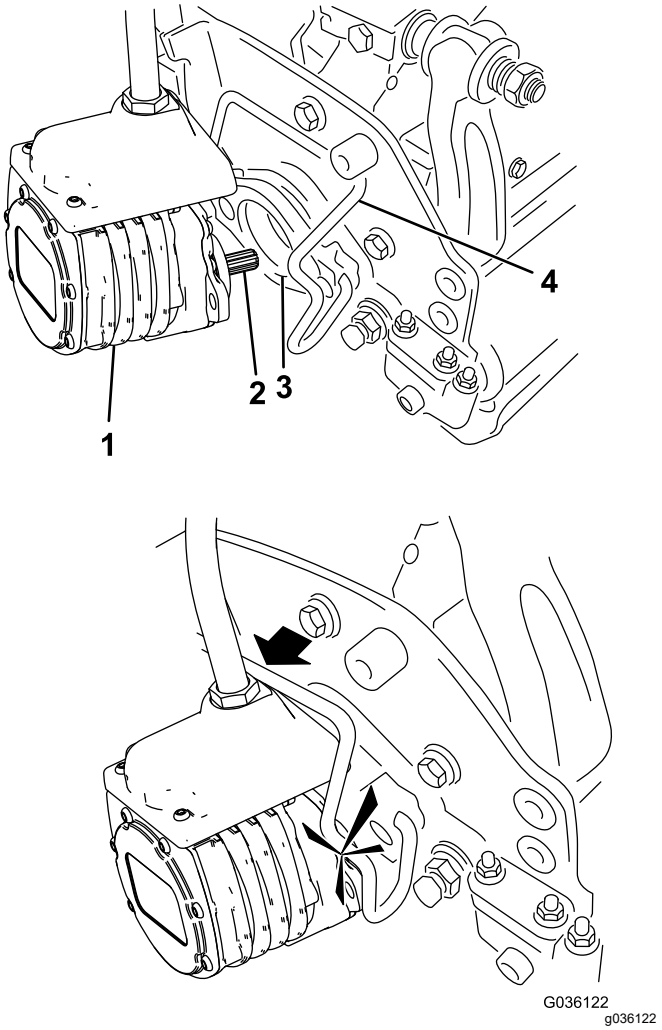

Figuur 64
6. Smeer schoon vet op de sleufas van de motor van de maai-eenheid (Figuur 64).
7. Steek de motor in de linkerkant van de maai-eenheid (gezien vanuit de bestuurdersstoel) en trek de motorbevestigingsstang op de maai-eenheid in de richting van de motor totdat u aan beide kanten een klik hoort (Figuur 64).